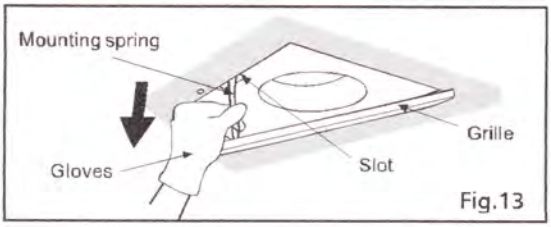
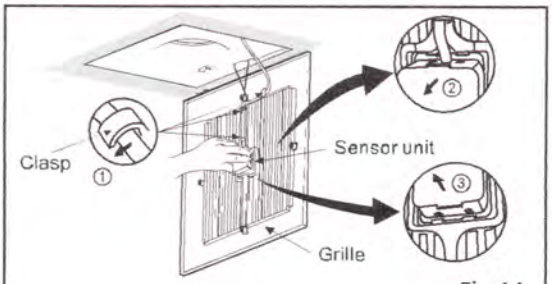

Fig.13
Fig.14
1. Remove grille pull down one mounting spring(no sensor lead passed). Remove sensor unit then pull down the other mounting spring. (Squeeze mounting spring and pull down carefully). (Fig.13, Fig.14)